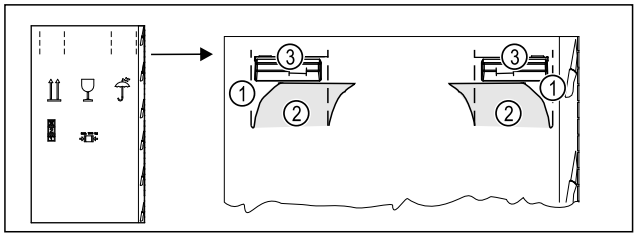

Fig. 5
▶ Introduire le carton d'emballage en haut au niveau de la perforation *Fig. 5 (1)*.
▶ Retirer les languettes enfoncées *Fig. 5 (2)*.
▷ La poignée de transport *Fig. 5 (3)* à droite et à gauche est visible.
▶ Tenir l'appareil au niveau des poignées de transport *Fig. 5 (3)*.